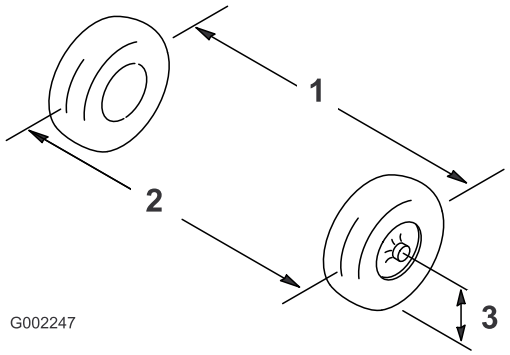

Figuur 49
2. Meet ter hoogte van de as de afstand tussen de voorwielen aan de voorkant en de achterkant van de wielen (Figuur 49).